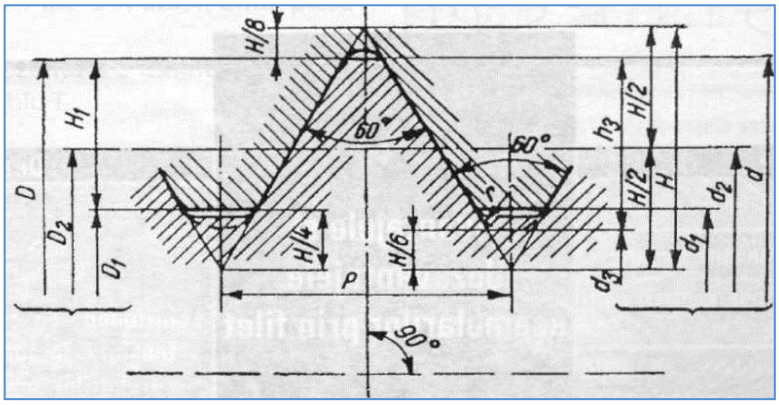

Figura 3
b.Comparați elementele geometrice ale filetului reprezentat în *Figura 3*, cu cele ale piesei selectate și notați caracteristicile elementele geometrice ale filetului în *Tabelul1*